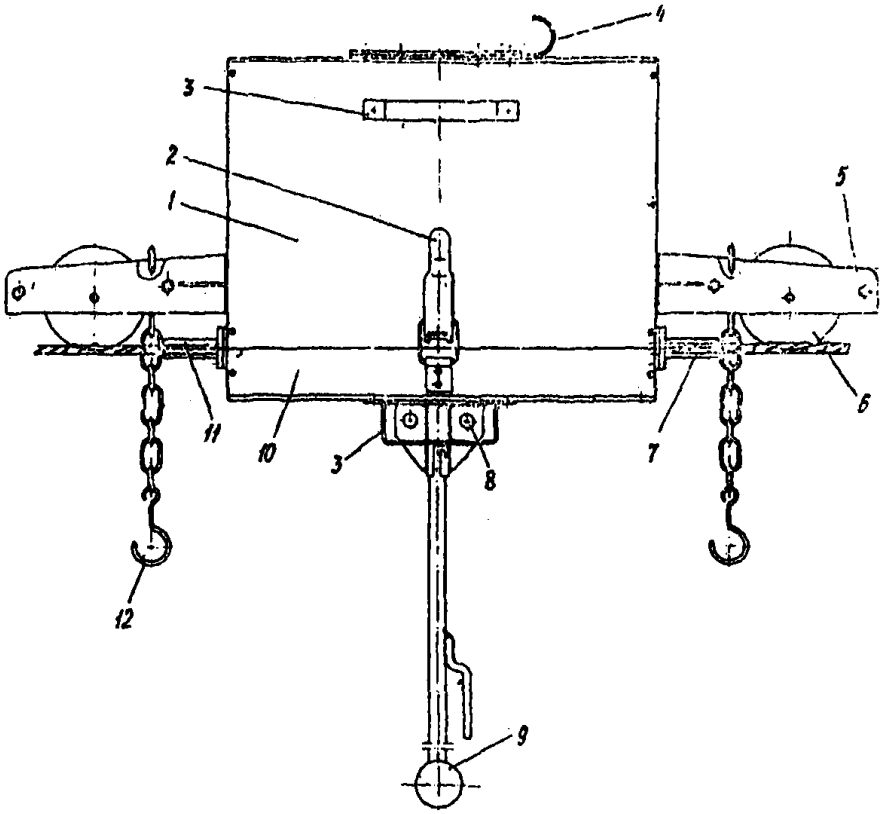

Рис.1. Внешний вид аппарата АСТ-3
13. Зацепив аппарат фигурным крюком бесконечного хлопчатобумажного каната, его поднимают на верх опоры и подвешивают на грозозащитном тросе или проводе при помощи крюков 12 (рис.1 и 2).
Аппараты АСТ-3 (см. рис.1) и АСТ-4 (см. рис.2) выполнены в виде каретки с баком 1, который заполняется смазкой. Бак укреплен на коромысле 5 с роликом 6, служащим для удержания аппарата на проводе или грозозащитном тросе и передвижения его. Для транспортировки аппаратов предусмотрены ручки 3. Смазка из бака на трос или провод поступает самотеком.